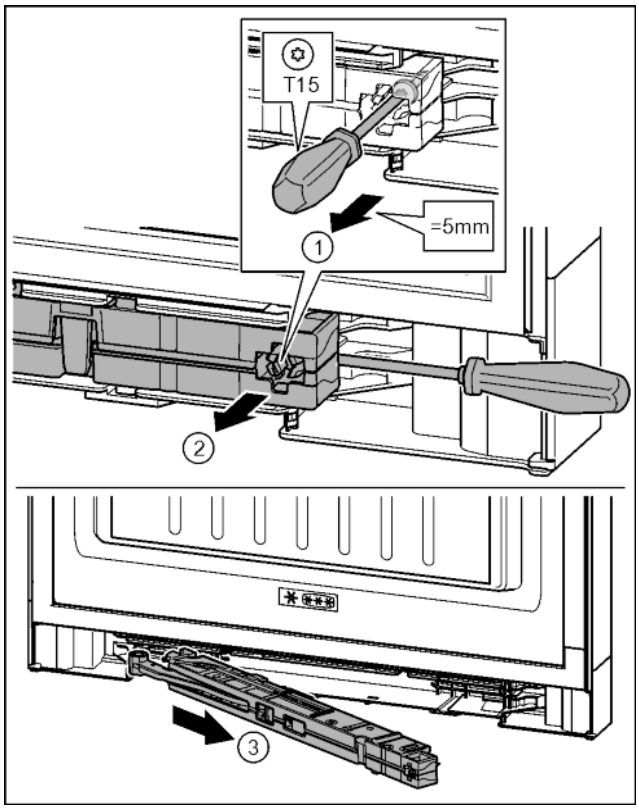

Fig. 19
▶ Undo the soft-stop mechanism screw with a T15 screwdriver approx. 5 mm. *Fig. 19 (1)*
▶ Insert the screwdriver on the handle side behind the soft-stop mechanism. Turn the unit forwards. *Fig. 19 (2)*
▶ Remove the unit. *Fig. 19 (3)*